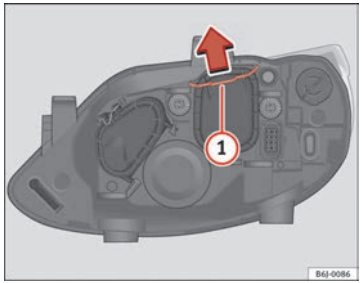

Fig. 156 Dipped beam headlights
– Move the loop ⇒ Fig. 156 (1) in the direction of the arrow and remove the cover.